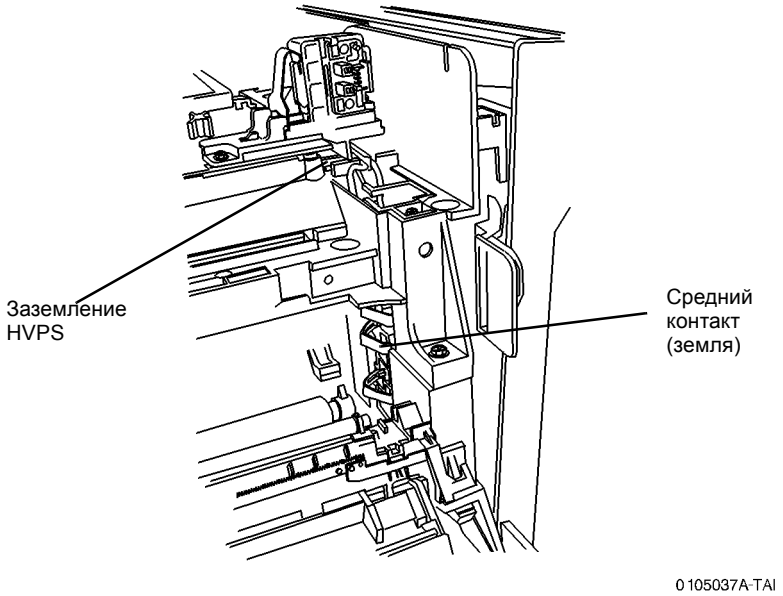

Рисунок 4 Заземление HVPS и коротрона переноса/отделения
b. Подсоедините красный щуп мультиметра к земле HVPS (Рисунок 4).
c. Подсоедините красный щуп мультиметра к среднему контакту (земля) коротрона переноса/отделения (Рисунок 4).